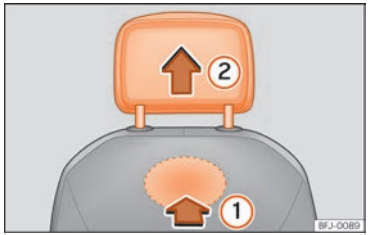

Fig. 98 Reposacaps davanter: desmuntatge.
- Per desbloquejar-lo, busqueu el rebaix situat a la part posterior del respatller per la zona marcada i premeu en el sentit de la fletxa ››› fig. 98 ①.
- Traieu el reposacaps en el sentit de la fletxa ②.